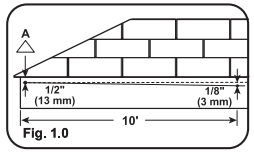

Fig. 1.0
Snap level chalk line 1/2" (13 mm) from top of fascia. Starting at high point (A), snap chalk guide line, sloping down 1/8" (3 mm) for every 10' (3 m) linear to downspout. (Fig. 1.0)